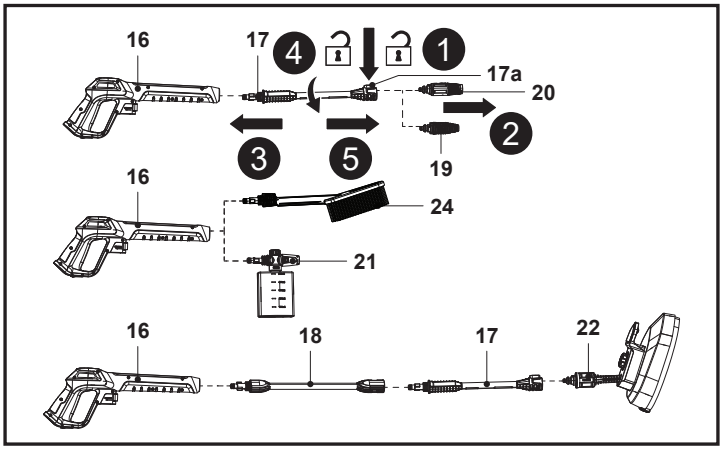

Fig. 6
6. Pour déconnecter la buse, appuyer sur le bouton de verrouillage (17a) et le maintenir, puis retirer la buse assemblée (Fig. 6, étapes 1 et 2). Réinstaller la buse requise.
7. Pour déconnecter la lance télescopique (17), la pousser et la tourner dans le sens antihoraire pour la retirer (Fig. 6, étapes 3, 4 et 5).
8. Pour déconnecter la buse pour flacon de détergent (21), la brosse de nettoyage (24) ou la perche télescopique (18) du pistolet de pulvérisation (16), la pousser et la tourner dans le sens antihoraire pour la retirer. Réinstaller l'accessoire du pistolet de pulvérisation requis.